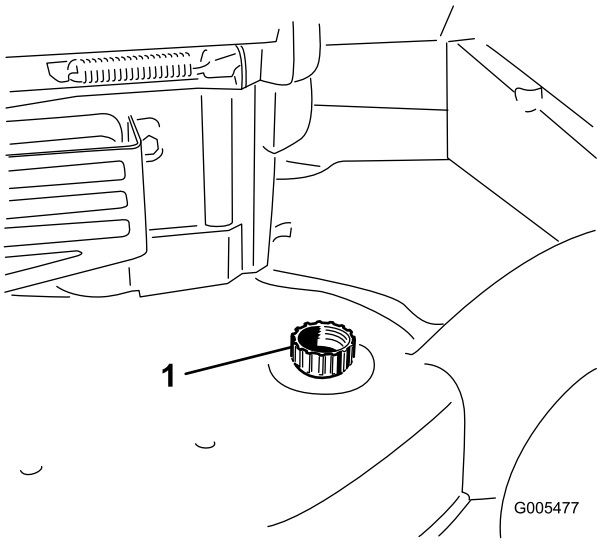

Bild 39
3. Befestigen Sie einen Gartenschlauch, der an einen Wasserhahn angeschlossen ist, am Spülanschluss am Rasenmähergehäuse (Bild 39).